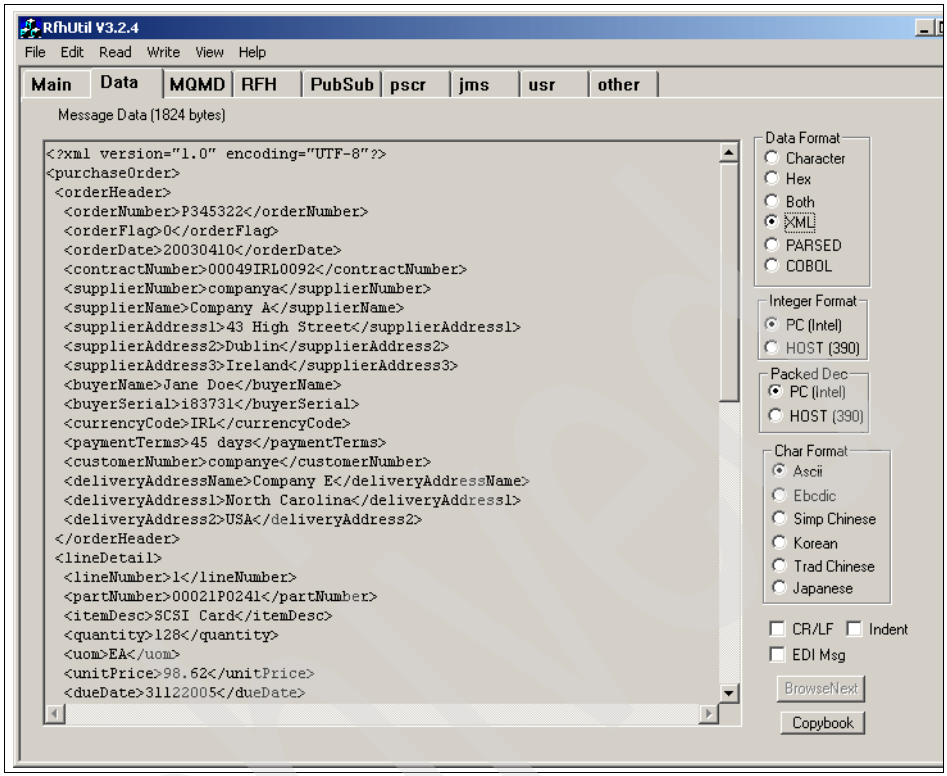

Figure 19-40 View data
5. Select the **Data** tab and the radio button for **XML**. See Figure 19-40 on page 670.